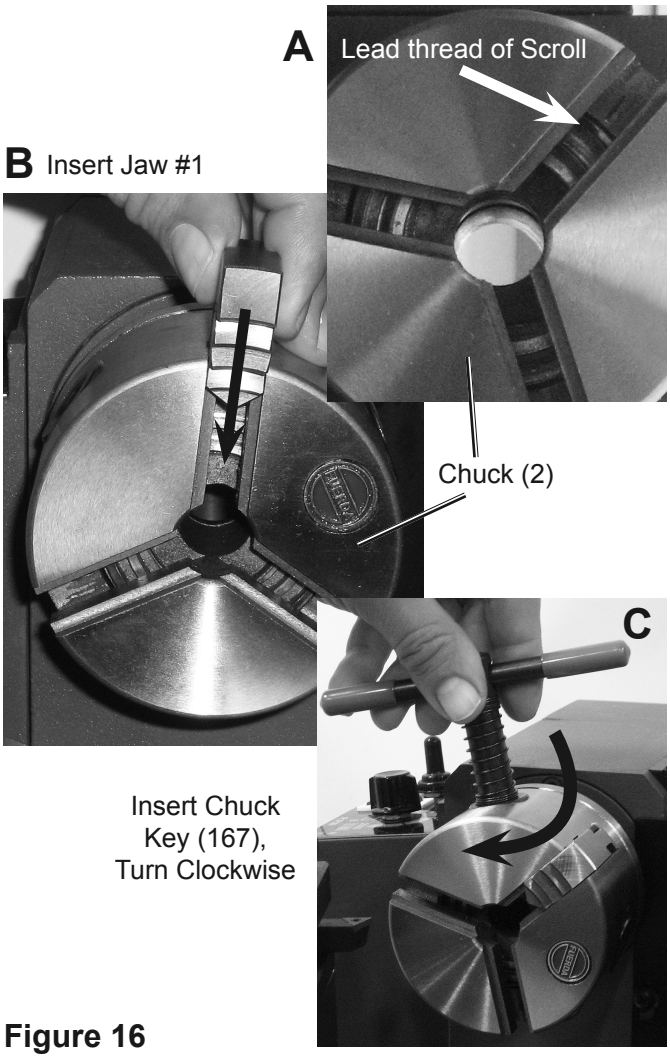

Figure 16
b. Place a towel under the Chuck to protect the Bed Way (1) from any Jaws that may be dropped. Carefully remove any Jaws by inserting the Chuck Key (167) into the side of the Chuck, turning it counterclockwise, and sliding each Jaw out of it's slot as it becomes free.
c. Look at the Chuck so you can see into the grooves, and find the groove marked #1. Rotate the Chuck Key clockwise until you see the lead thread of the Scroll in groove #1 (A in Figure 16).
slightly, then clockwise, to engage the lead thread into the Jaw (B and C in Figure 16).